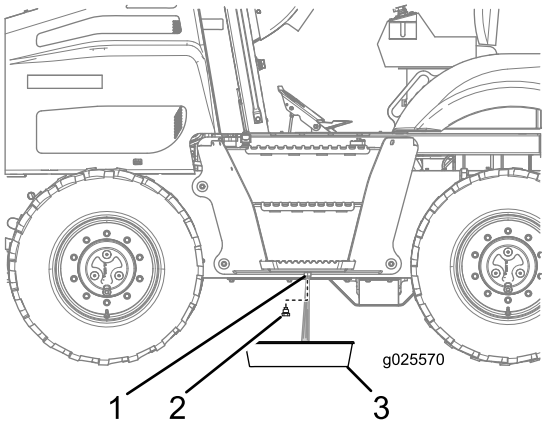

Figura 70
3. Svitate il tappo di spurgo dal serbatoio e spurgate l'acqua (Figura 70).
4. Quando vedete il carburante pulito, montate il tappo di spurgo e serratelo (Figura 70).